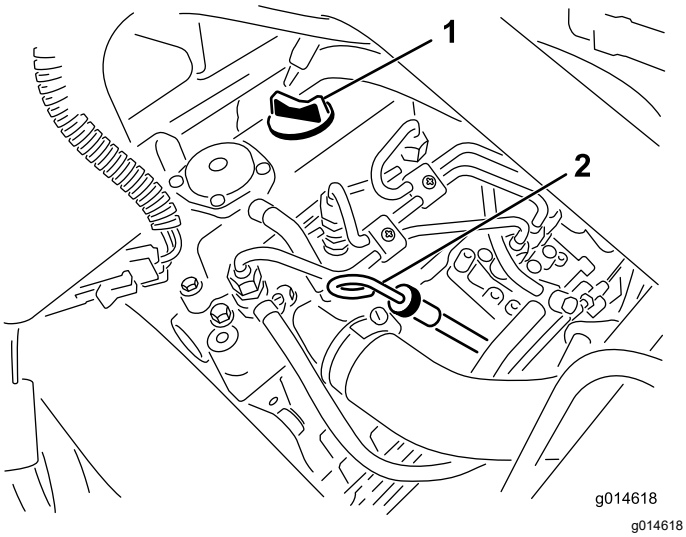

Figur 30
2. Ta ut oljestickan och torka av den med en ren trasa (Figur 30).